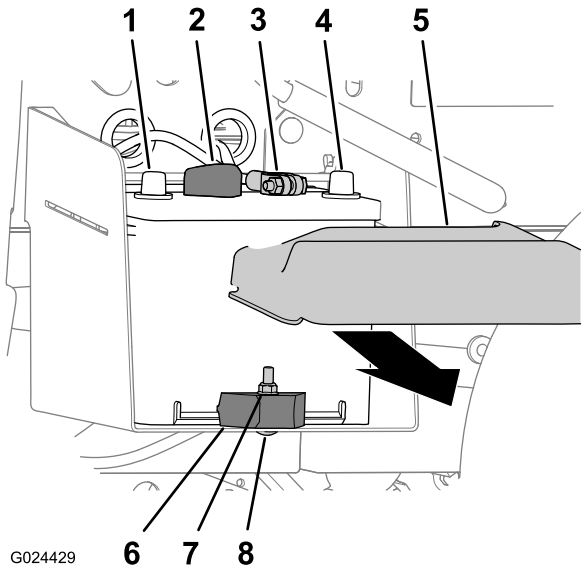

Figura 47
1. Apriete los lados de la tapa de la batería y retire la tapa de la parte superior de la batería (Figura 47).
2. Desconecte el cable positivo de la batería del borne de la batería (Figura 47).
3. Desconecte el cable negativo de la batería del borne de la batería (Figura 47).
2. Retire la contratuerca, el perno de cuello cuadrado y la abrazadera que sujetan la batería a la bandeja de la batería (Figura 47).
3. Retire la batería de su bandeja (Figura 47).
1. Alinee la batería con la bandeja de la batería de la máquina (Figura 47).
Nota: Asegúrese de que los bornes positivo y negativo de la batería están alineados según se muestra en Figura 47.
2. Sujete la batería a la bandeja de la batería con la abrazadera, el perno de cuello cuadrado y la contratuerca (Figura 47).
1. Conecte el cable positivo de la batería al borne de la batería (Figura 47).
2. Conecte el cable negativo de la batería al borne de la batería (Figura 47).
3. Instale la tapa de la batería en la parte superior de la batería (Figura 47).